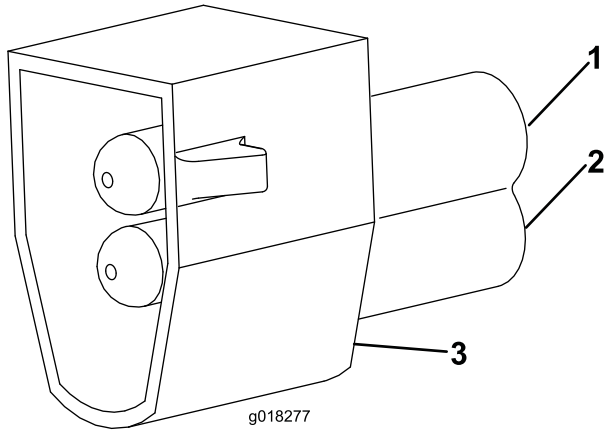

Bild 9
3. Drücken Sie den PM2-Anschluss auf die Terminale des Nummernschildkabels (Bild 9).